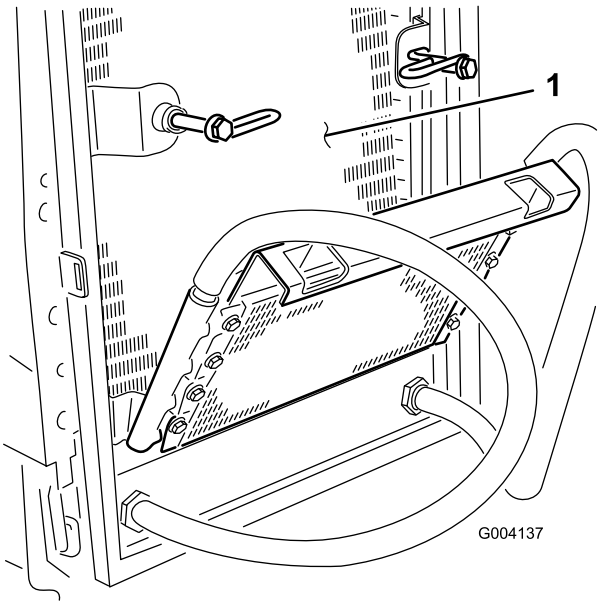

Figur 70
6. Rengör noga på båda sidor om oljekylaren och kylaren (Figur 70) med tryckluft.